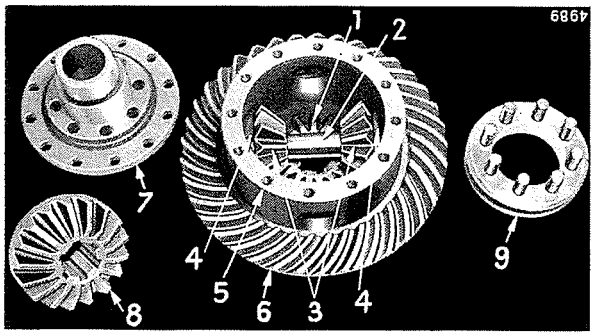

Bild 342
Die Differentialsperre aller in diesem Buch behandelten 2-Zylinder Schlepper ist gleich. Sie besteht aus einer Schiebemuffe (9), Bild 342, mit acht zylindrischen Kupplungsstiften, welche beim Einschalten der Differentialsperre durch die Bohrungen im Differentialdeckel (7) in das linke Achskegelrad (8) eingreifen.